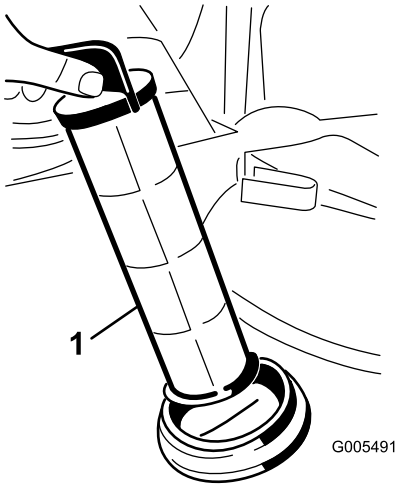

Figuur 62
4. Trek de zuigkorf uit de opening (Figuur 62).